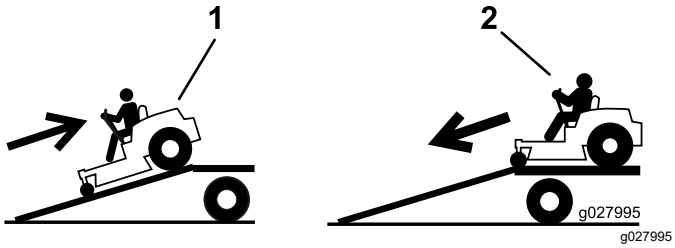

Figur 40
4. Backa maskinen uppför ramper (Figur 40).
2. Kör maskinen framåt nedför ramper (Figur 40).